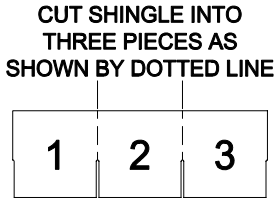

Figure 27. *Shingle cut into thirds*
4. **Install shingle cap**. Starting at the opposite end of the home from the prevailing wind, install ridge cap shingles provided by the manufacturer or use 12" x 12" shingles (36” shingles cut into three equal pieces) (Figure 27). Install using 12 ga x 1-1/4” long, 3/8” diameter head roofing nails spaced 5-5/8 inches from bottom edge and 1/2 inch to 1-1/2 inches in from both edges. Cover the exposed fasteners with tar or cement.